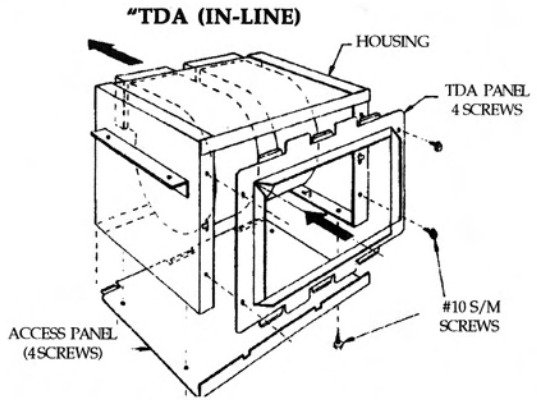

FIG.3
NOTE: As a standard, Super Q TDA's are furnished with an IN-LINE discharge as shown in Fig. 3.
1) DISASSEMBLE THE TDA PANEL FROM THE HOUSING; FIRST REMOVE THE FOUR #10 SHEET METAL SCREWS SECURING THE TDA PANEL TO THE HOUSING, THEN REMOVE THE ACCESS PANEL BY REMOVING THE FOUR #10 SCREWS. REMOVE BOTH PANELS AS SHOWN IN FIG. 3.